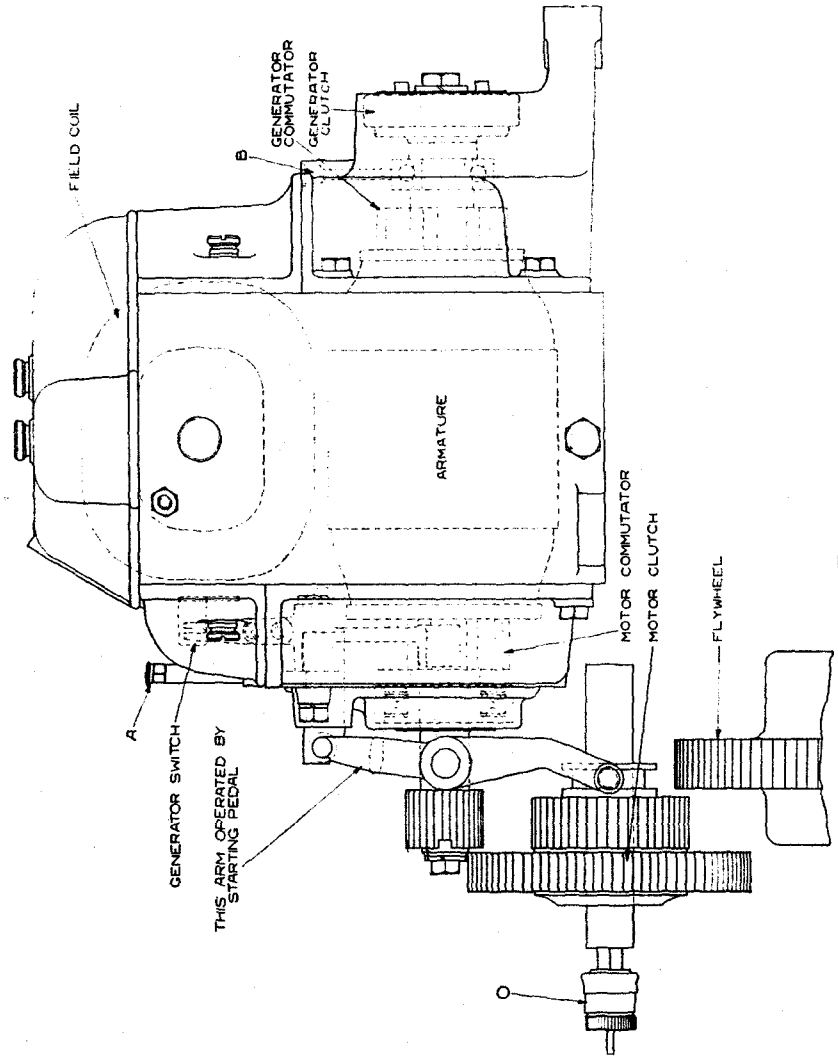

Fig. 9.
The motor generator operating as a motor, receives its energy from the storage battery and transmits it through the motor clutch to the flywheel for "cranking" the engine (Fig. 9). When the motor generator is operating as a generator it receives its energy from the engine and delivers electrical energy for charging the storage battery, and for operating the lights, ignition apparatus and horn.
The generator clutch (Fig. 9) is for the purpose of allowing the armature to revolve at a higher speed than that of the driving shaft during the cranking operation and at the same time permitting the armature to be driven by the drive shaft when the engine is running on its own power.
2. The starting gears are brought into mesh. This is done by the first movement of the starting button and is made possible by the armature being revolved when the circuit between the storage battery and generator is closed at the combination switch. The operation of meshing the gears can be understood by referring to Fig. 9.